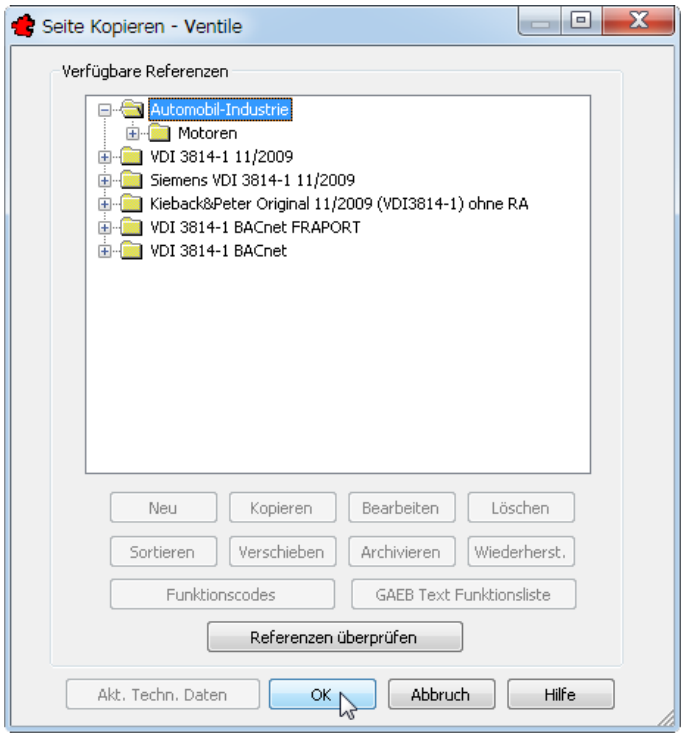

Bild 32.15 – Seite kopieren, Angabe des Kopier-Ziels
- Hierauf wird das Dialogfeld *Seite kopieren <Seitenname>* geöffnet, in dem Sie lediglich das Ziel wählen können. Wählen Sie den Referenzstandard *Automobil-Industrie* und bestätigen Sie (Abb. 32.15).